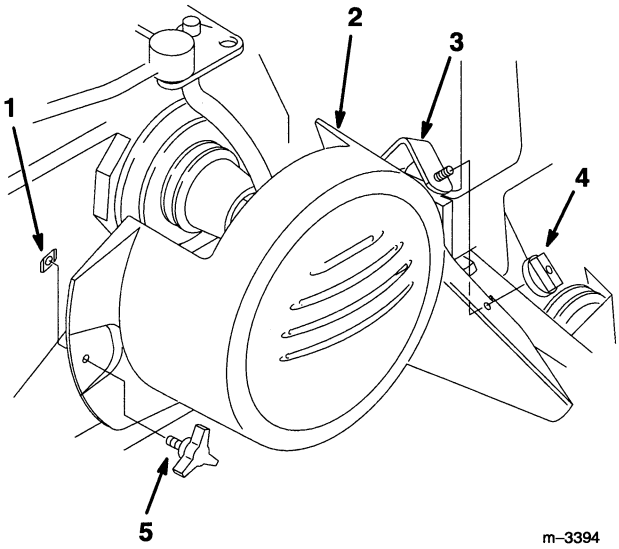

Figure 4
1. Install the belt cover over the power take–off (PTO) pulleys, and onto the 1/4"-20 stud on the belt cover bracket (Fig. 4).
2. Install and tighten the wing nut onto the 1/4"-20 stud on the belt cover bracket (Fig. 4).
3. Install and tighten the knob into the retainer nut on the belt guard (Fig. 4).